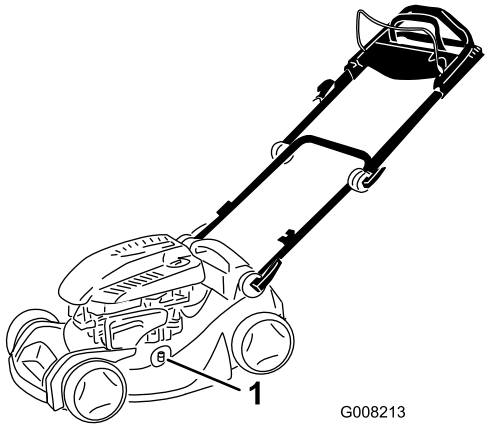

Bild 31
4. Befestigen Sie einen Gartenschlauch, der an einen Wasserhahn angeschlossen ist, am Wasseranschluss am Rasenmähergehäuse (Bild 31).